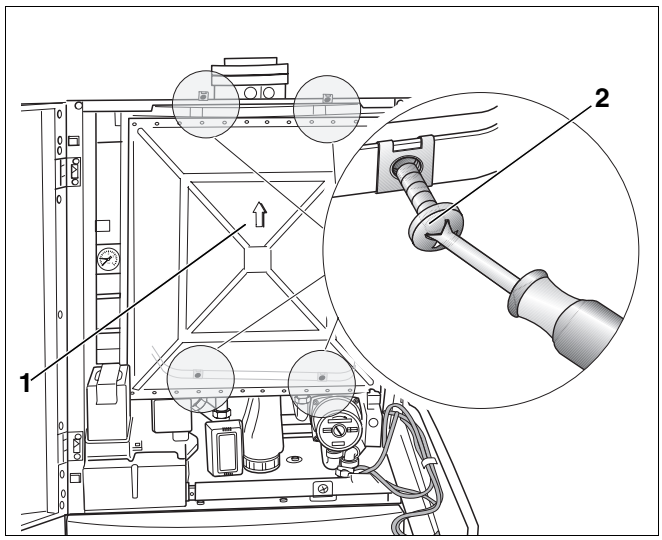

Rys. 61 Demontaż osłony komory podciśnieniowej
- Odkręcić cztery blachowkręty (rys. 61, **poz. 2**) osłony komory podciśnieniowej i zdjąć osłonę (rys. 61, **poz. 1**).